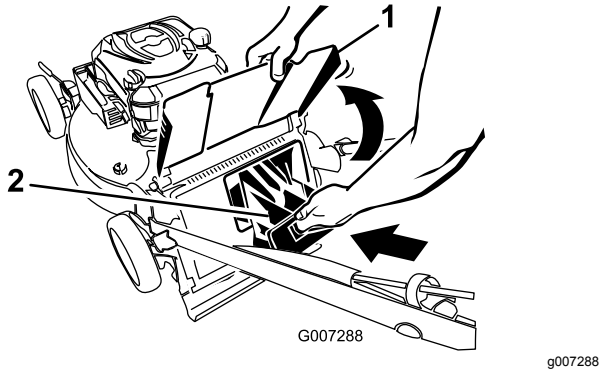
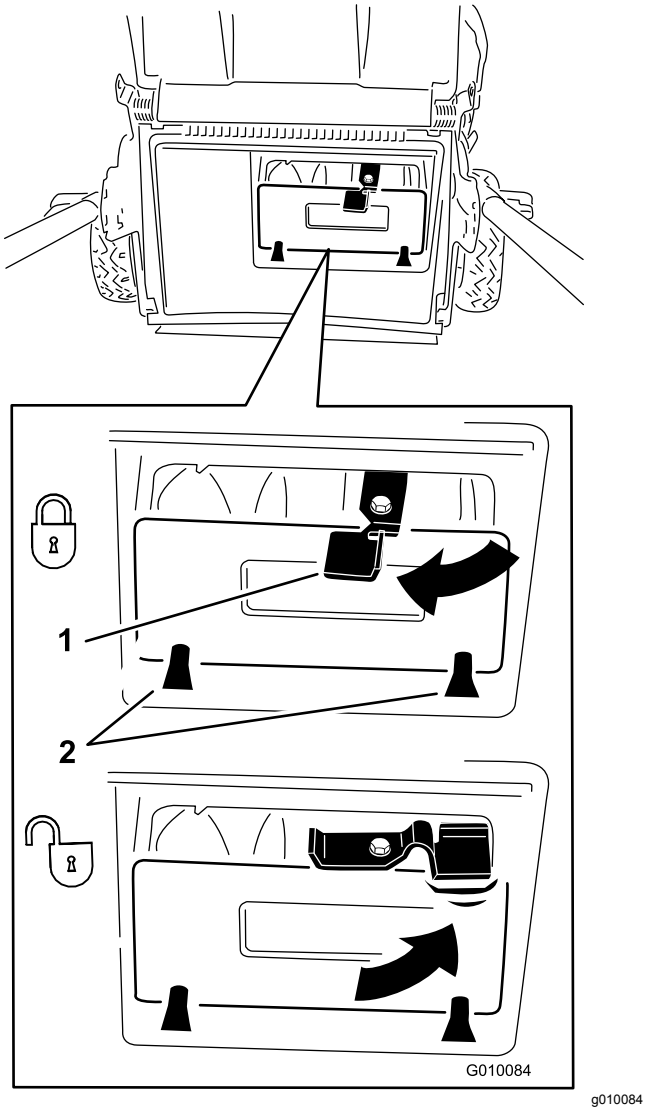

**Rysunek 20**
**Rysunek 21**
***Ważne:*** **Sprawdź, czy zaślepka wyrzutu do tyłu jest zamontowana. Aby zamontować zaślepkę: podnieś deflektor tylnego wyrzutu (Rysunek 20), zdecydowanym ruchem wepchnij zaślepkę, aż zablokuje się ona za zaczepami, i obróć dźwignię na zaślepce w lewo (Rysunek 21).**
**Informacja:** Aby odblokować zaślepkę, obróć dźwignię na zaślepce w prawo (Rysunek 21).